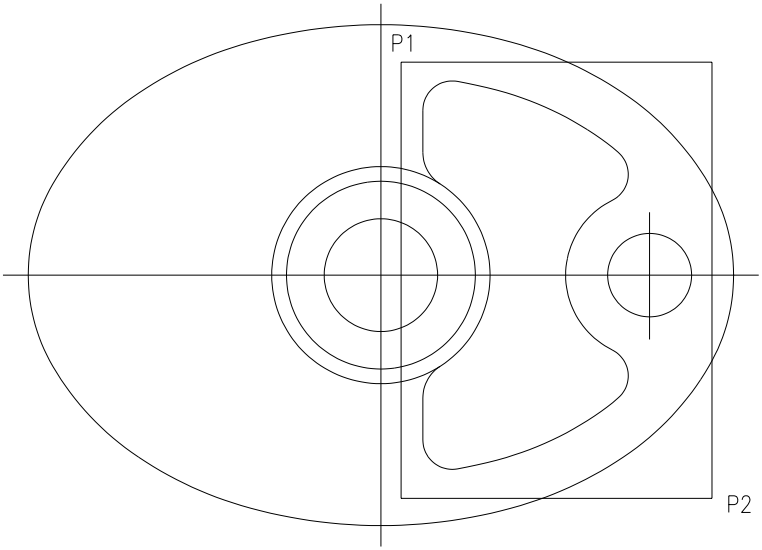

Fig. 3.16
6. Pentru a putea realiza racordările conturului interior al flanşei, este necesar să descompunem arcele de elipsă rămase în elementele componente (arce de cerc). După introducerea razelor de racordare corespunzătoare, rezultatul acestei operații este prezentat în fig. 3.16.
7. Oglindirea părții din dreapta pentru a obține întreg conturul flanşei (fig. 3.16). Ştergerea celor două arce de cerc rămase după oglindire, şi schimbarea tipului de linie al axelor de simetrie.